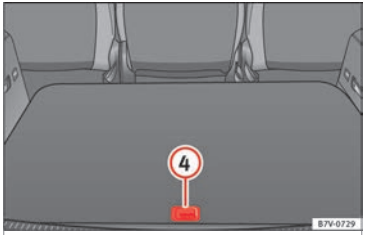

Afb. 188 Bijkomende vakken in de kofferruimtevloer.
Het vak achterin openen ››› **afb. 188** (4):	▷ De achterzijde van de kofferruimtevloer met het handvat optillen.